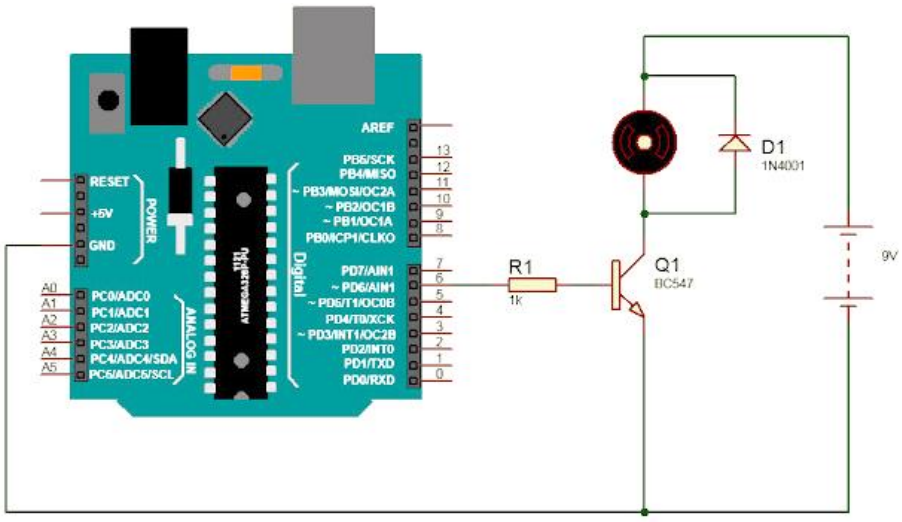

Figure 2: An Arduino microcontroller is controlling a DC motor's speed through an npn transistor.
The Arduino microcontroller and can process signals and consumes almost 20 to 40 mA current, but motors need high current and voltage, so we are using the transistor for driving the motor. The transistor is connected in series with the motor and the transistor's base is connected to Arduino's PWM pin through a resistance. The PWM signal is coming from Arduino and the transistor works as a switch that short circuits the Emitter (E) and Collector (C) terminals when the PWM signal is in a HIGH state and normally opens when the PWM signal is in a LOW state. This process works continuously, and the motor runs at the desired speed. The circuit is given in Fig. 2.